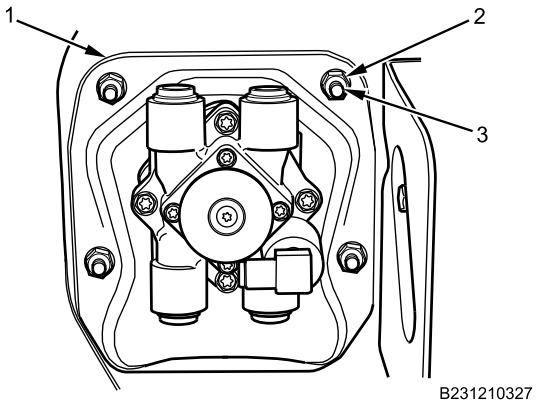

Figure 9. Foot Brake Valve and Bracket.
1. Install foot brake valve bracket (Figure 9, Item 1) and four nuts (Figure 9, Item 2) on DCM bracket studs (Figure 9, Item 3). Tighten nuts (Figure 9, Item 2) securely.